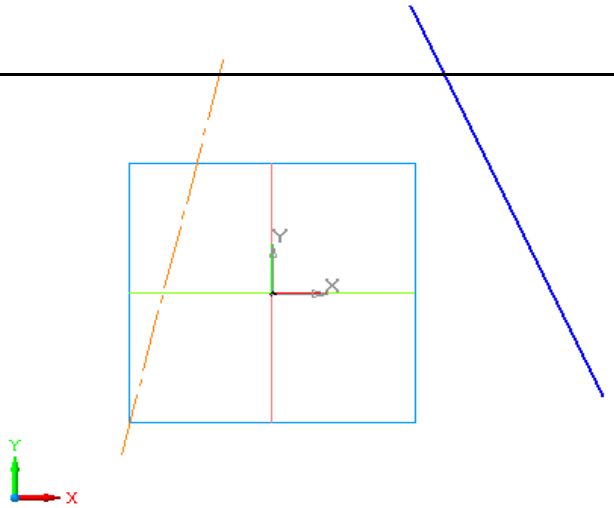

Рис. 3.3. Эскиз с отрезком (образующей) и осью вращения в плоскости **XY**
1.10. Проведите произвольно отрезок осевой линии так, чтобы он не пересекал образующую (рис. 3.3.).